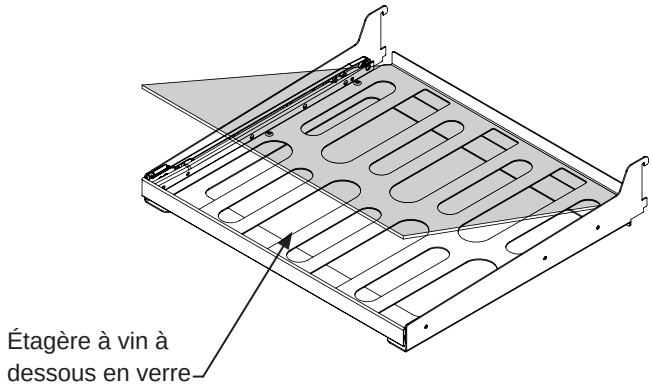

Figure 15
(2) étagère en porte-à faux, encadrement et verre (Voyez la Figure 15).
(1) étagère en porte-à faux, encadrement et verre (Voyez la Figure 15).